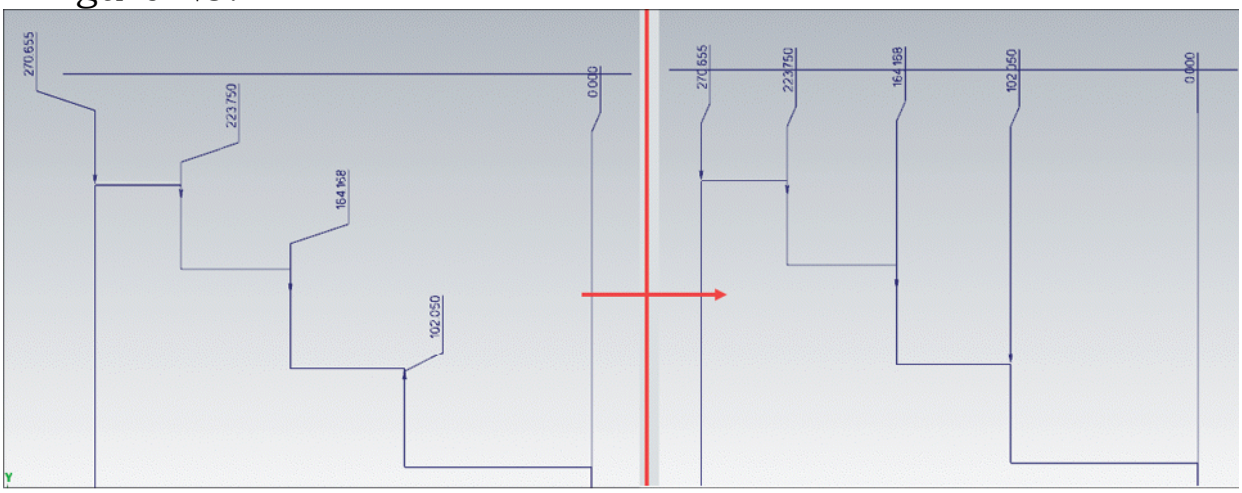

Figure-23. Dimensions after aligning
- Click at desired locations to place the dimensions; refer to Figure-23.